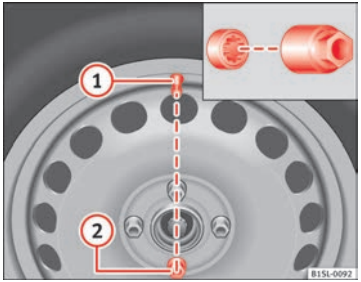

Fig. 145 Changement de roue : Valve du pneu ① et emplacement du boulon antivol de la roue ②.
Sur des roues avec enjoliveur intégral, le boulon antivol de la roue doit être vissé dans la position ⇒fig. 145 (2). Sinon vous ne pourrez pas monter l'enjoliveur intégral.
- Enfoncez l'adaptateur jusqu'en butée sur le boulon antivol de roue ⇒fig. 145.